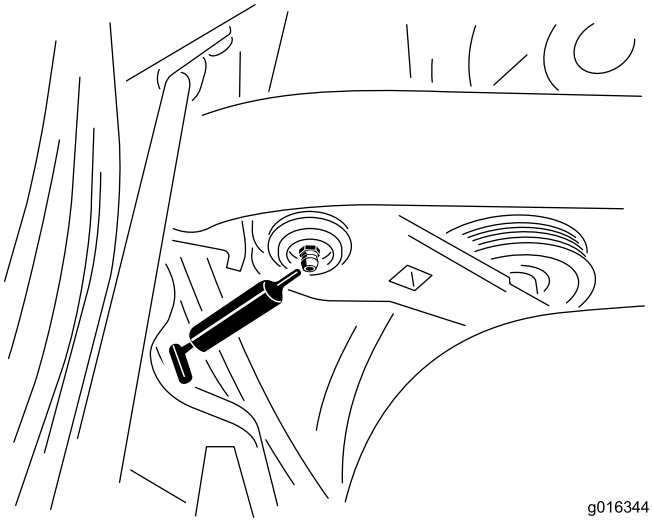

Figur 43
1. Torka av smörjnippeln så att främmande partiklar inte kan leta sig in i lagren eller bussningarna (Figur 43).